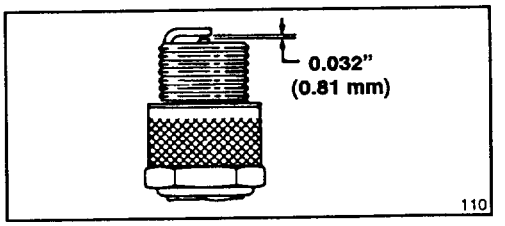

Figure 13
3. Set air gap at 0.032" (0.81 mm) (Fig. 13). Install correctly gapped spark plug and gasket seal. Tighten plug firmly to 15 ft–lb (20.4 N·m).